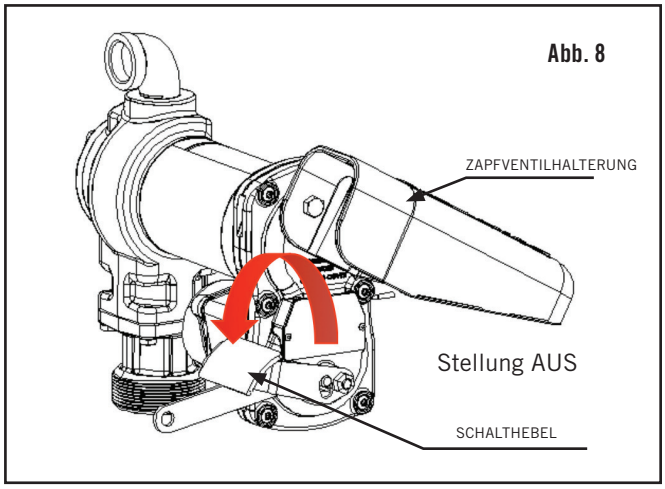

Abb. 8
6. Den Schalthebel auf AUS (Abb. 8) stellen, um die Pumpe auszuschalten.